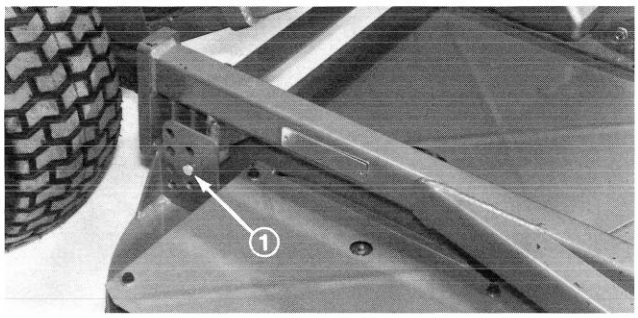

Figure 10
3. Install clevis pins through desired height-of-cut bracket holes and frame to secure cutting unit to frame (Fig. 10). Secure all four pins with hairpins (Fig. 10).